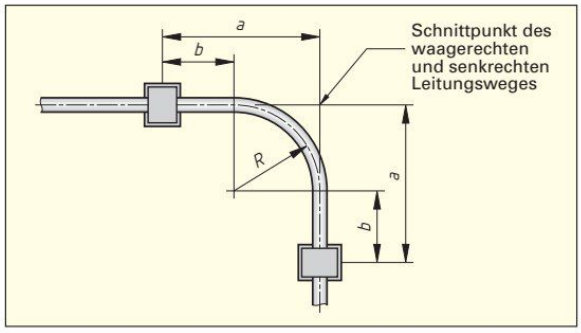

Bild 2: Schellenabstände und Mindestbiegeradius bei Leitungsbögen
a) Mit welchem Mindestbiegeradius *R* **(Bild 2)** darf die Mantelleitung gebogen werden?
b) In welchem Abstand *b* zum Bogen **(Bild 2)** setzt man die erste Befestigungsschelle?
c) Welcher Abstand *a* **(Bild 2)** ergibt sich dann bei der Verlegung von Mantelleitung NYM-J 3 x 1,5, gemessen vom Schnittpunkt des waagerechten und senkrechten Leitungsweges?